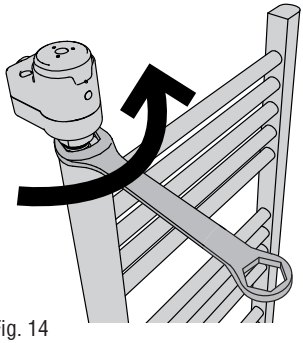

Fig. 14
3. Using a 27 mm spanner unscrew the ATLANTIS, rotating it anticlockwise until the ATLANTIS thread is completely off from towel rail ½"GAS female thread (Fig. 14).